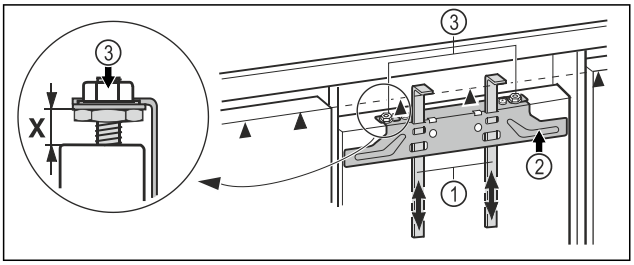

Fig. 43
▶ Монтажные приспособления *Fig. 43 (1)* сдвиньте вверх на высоту мебельного фасада. Нижняя упорная кромка ▲ монтажного приспособления = верхней кромке мебельной двери, которую планируется смонтировать.
▶ Открутите крепежную поперечину *Fig. 43 (2)* с помощью контргаек *Fig. 43 (3)*.